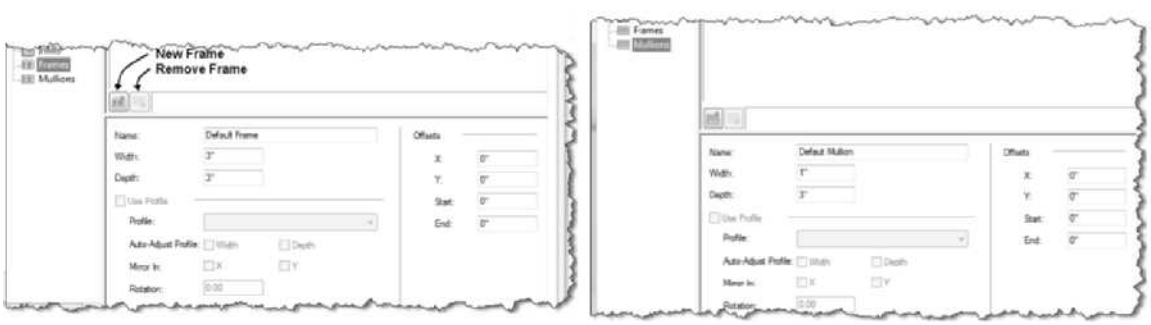

FIGURE 6.13 *Setting the size of the frame and mullion*
12. Choose the Frames category in the left pane. The Default Frame settings are shown in the lower-right pane and in Figure 6.13. You can modify the width and depth values or specify an AEC Profile to define the frame.
13. Choose the Mullions category in the left pane. The Width and Depth values of the mullion can be edited in the lower-right pane as shown at right in Figure 6.13.